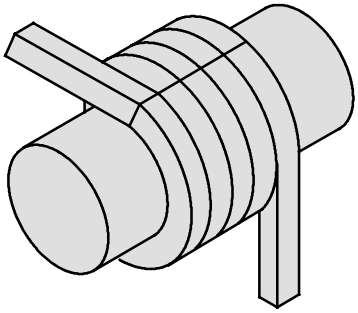

Fig. 4
- We recommend the use of precompressed gland packings. However, if you need to cut the packings from a sealing band, proceed as follows: turn four rounds of the sealing band around a wooden pattern having the same thickness as the shaft wearing sleeve (part 524.01 in Table 7) and use a sharp knife to cut the packing rings straight and axially without overdimensioning or underdimensioning, Fig. 4. The dimensions of the stuffing box housing and the total length of the band to be cut without working allowances are given in Table 8.